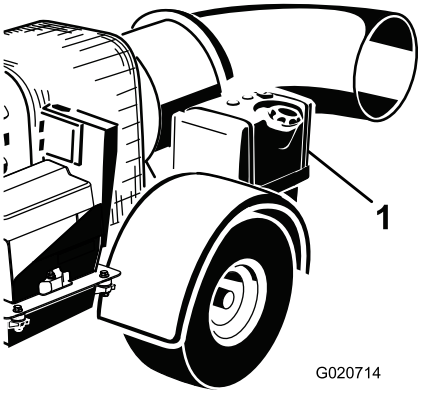

Figur 8
2. Rengör området runt tanklocket och ta av locket (Figur 8).